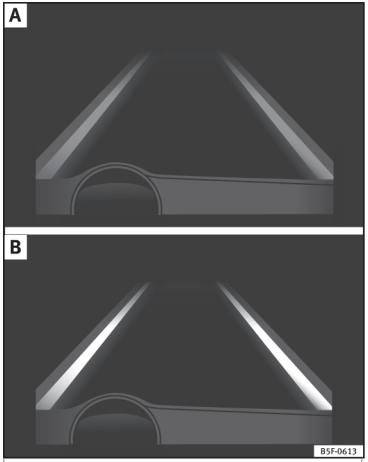

Fig. 203 On the instrument panel display: Indication on the Lane Assist system display (example 1).
– The system is active, but not available, either because the minimum speed has not been reached or because the lane lines are not recognised ››› Fig. 203 A.
– The system is active and available, both lane lines are recognised. The steering angle is not being corrected at this moment ››› Fig. 203 B.